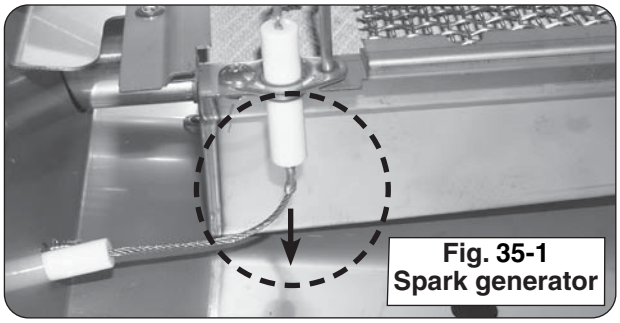

Fig. 35-1
2. Disconnect the igniter wire from the bottom of the electrode assembly on the infrared burner (see Fig. 35-1).